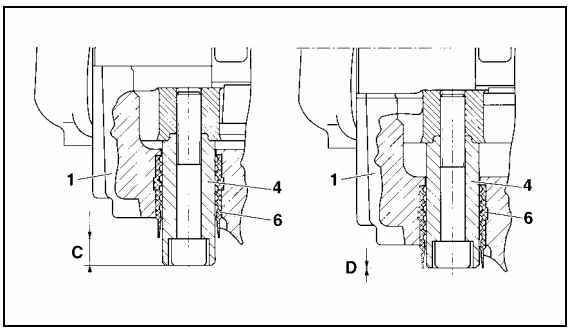

FIGURE 23: BRAKE PAD CHECK 12117
Brake pads have to be checked on a regular basis depending on the vehicle operation. The remaining thickness of the pads should never be less than 3/32 in (2 mm). To check pad condition without removing the wheel, verify the position of guide bushing (6) relatively to guide sleeve (4) (see Fig. 23). When guide sleeve is in alignment with guide bushing, brake pad thickness has to be checked more precisely with the wheel removed. When replacing brake pads, all four pads on an axle have to be changed at the same time. There is no inner or outer pad, since all pads are the same. Once removed, worn pads should be replaced in their original position.